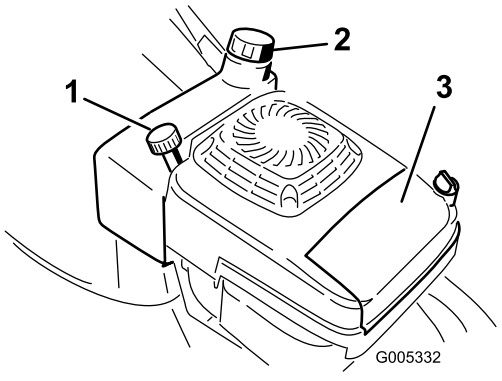

Figur 10
1. Gör rent omkring tanklocket (Figur 10).